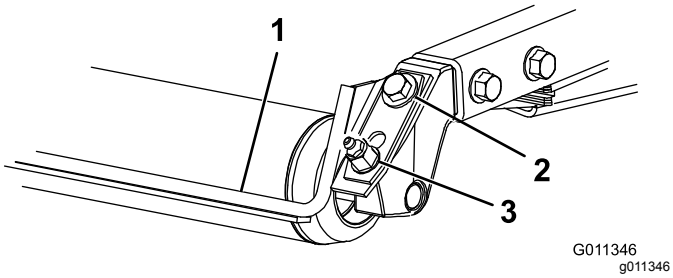

Figur 9
1. Lossa smörjnippeln och monteringsskruven (Figur 9).